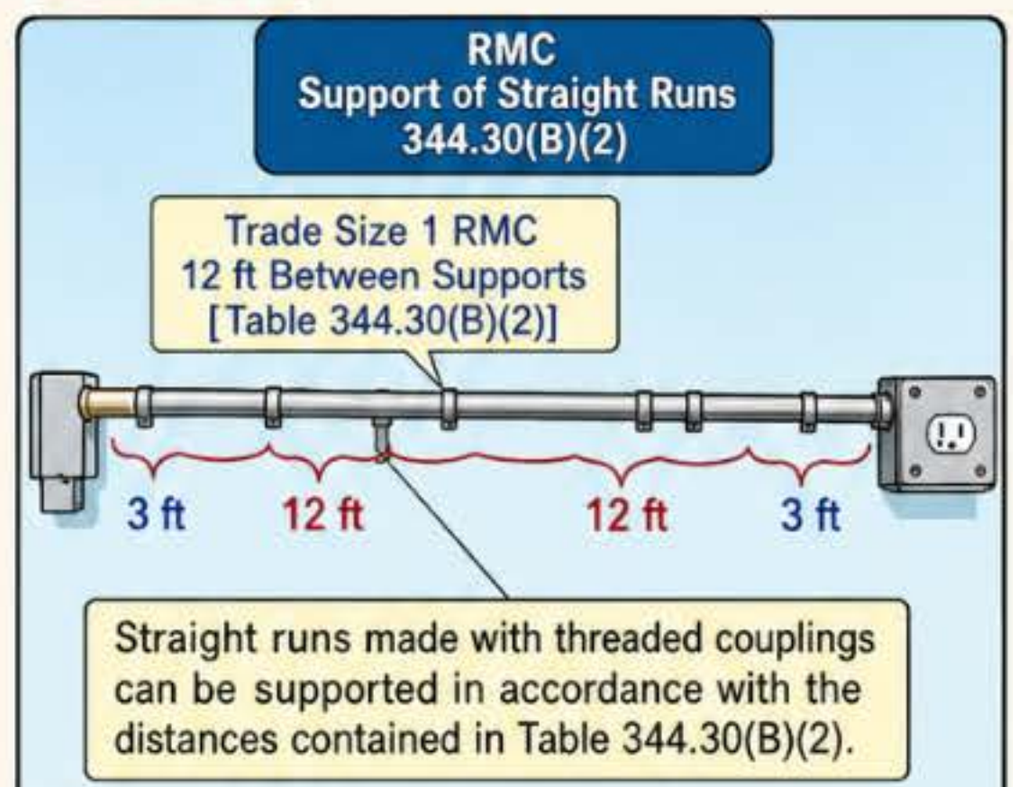

Figure 344-9
(1) General. RMC must be supported at intervals not exceeding 10 ft.
(2) Straight Runs. Straight runs made with threaded couplings can be supported in accordance with the distances contained in Table 344.30(B)(2). ▶ Figure 344-9